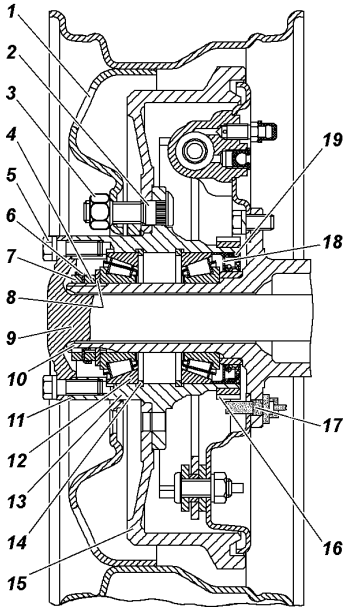

Рис. 9.27. Ступица заднего колеса:
2. Снимите колпак колеса. Демонтируйте полуось 9 (рис. 9.27) заднего моста или фланец ведущий ступицы у переднего моста.